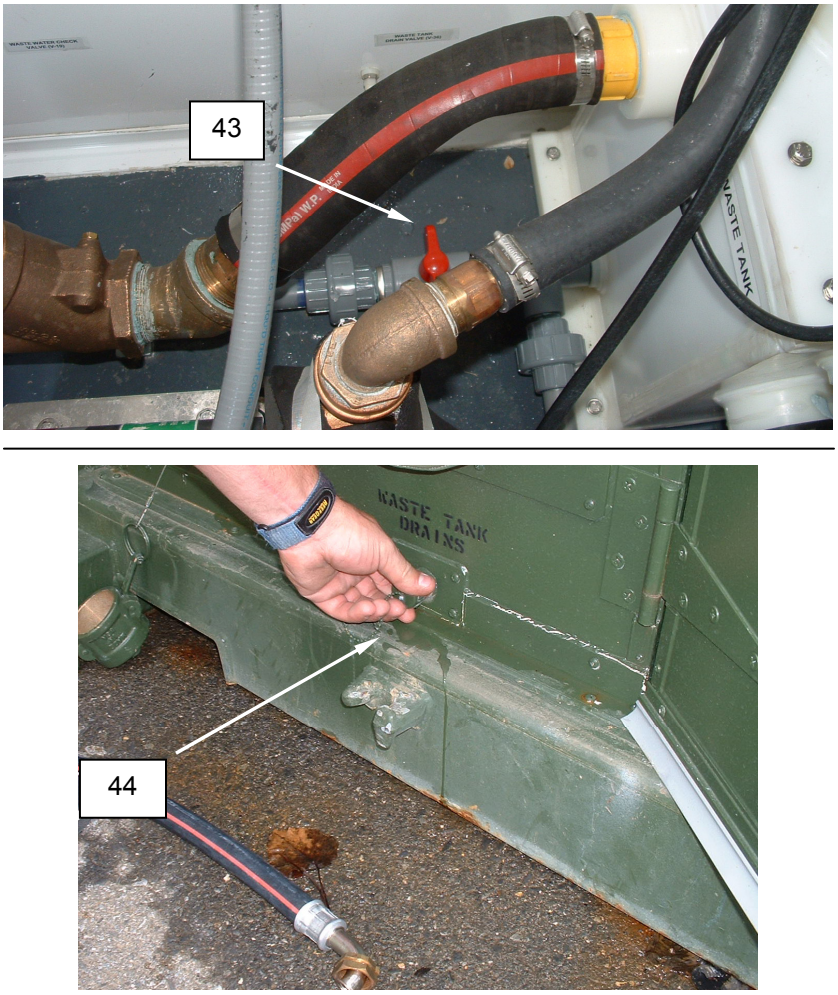

Figure 25. Add Antifreeze - Close Drain.
1. Close waste tank drain V-36 **(Figure 25, Item 43)**.
1. Remove hose from the waste tank drain and reinstall the outside drain cap **(Figure 25, Item 44)**.